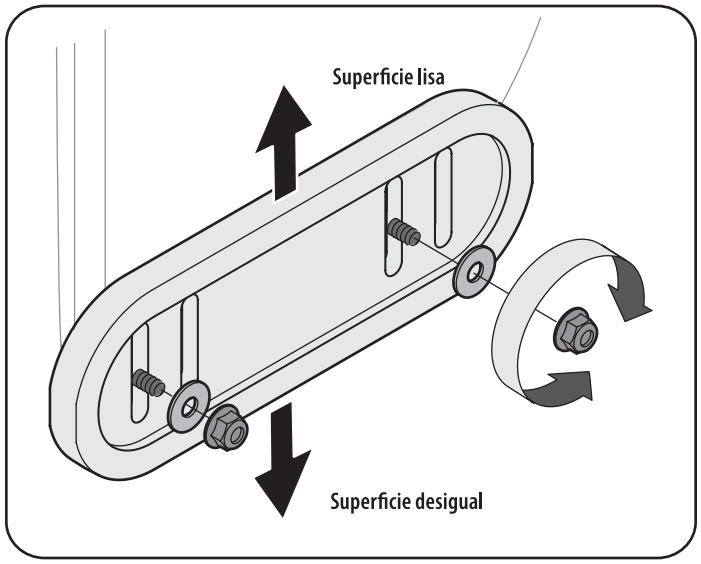

Figura 45
- Si desea quitar nieve al ras del suelo, eleve más las zapatas antideslizantes en la caja de la barrena. Refiérase a la Figura 45.
1. Afloje las cuatros tuercas hexagonales (dos en cada lado), arandelas planas, y los pernos del carro. Mueva las zapatas antideslizantes a la posición deseada. Vea la Figura 45.
NOTA: Las zapatas antideslizantes de su unidad pueden verse ligeramente diferentes (y tener hardware diferente) que los que se muestran en la Figura 45.